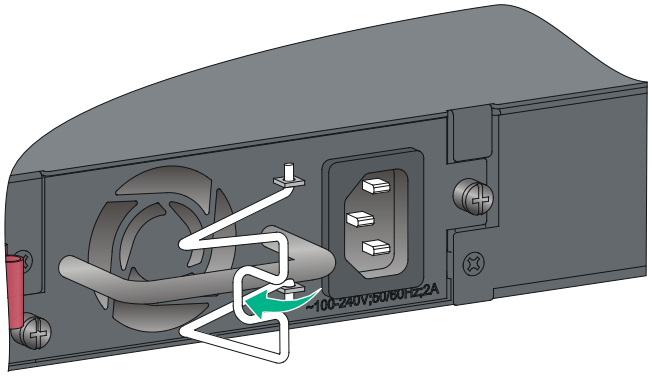

図 3-17 PSR150-A1 への AC 電源ケーブルの接続 1
2) 図 3-17に示すように、AC 電源ケーブルの固定金具（電源モジュールに添付されています）のフックを、AC 電源入力ソケットの両側にある穴に取り付けてください。AC 電源ケーブルの固定金具を左に移動してください。